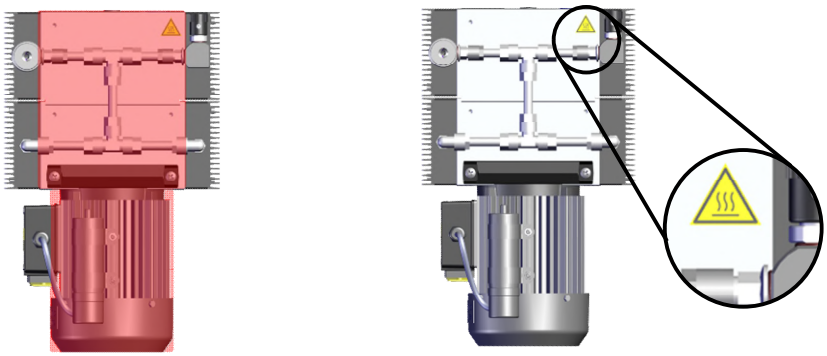

Abb. 2-1 Heißer Bereich am Gerät, Warnkennzeichnung Ansicht oben (rechts)
- △ Im Betrieb kommt es zu hohen Temperaturen am Motorgehäuse und den umgebenen Bereichen (Abb. 2-1). Bei Berührung kann es zu Verbrennungen kommen.